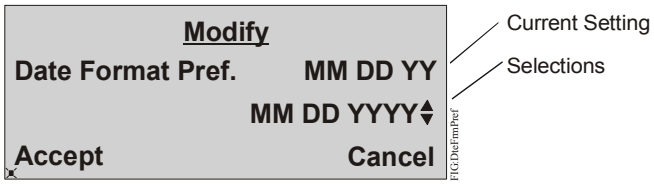

Figure 30: Modify Date Format Preferences Page
4. On the Modify page, use the up/down arrow keys to find the format you want to use for displaying dates (Figure 30).